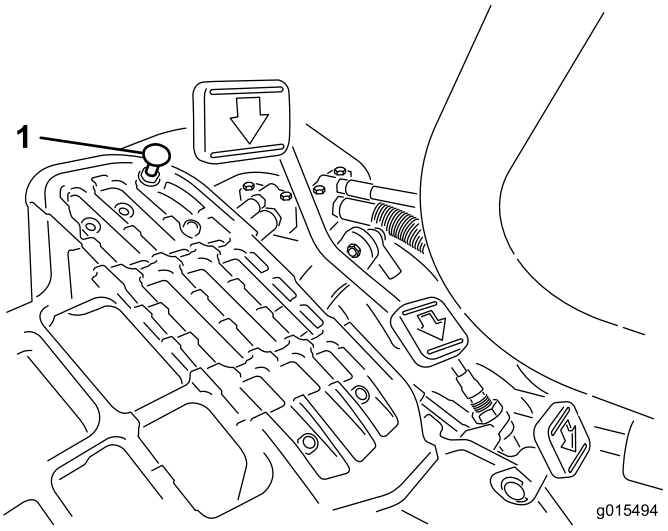

Figur 47
For at opnå maksimal transporthastighed skal du sætte funktionsbevægelseshåndtaget i TRANSPORT-positionen og trykke ned på traktionspedalen. Hvis pedalen berører stoppet (Figur 47), inden du mærker stramningen på kablet, skal du udføre følgende justeringsprocedure:
1. Sæt funktionsbevægelseshåndtaget i TRANSPORT-positionen, og løsn den låsemøtrik, der holder pedalstoppet på gulvpladen (Figur 47).